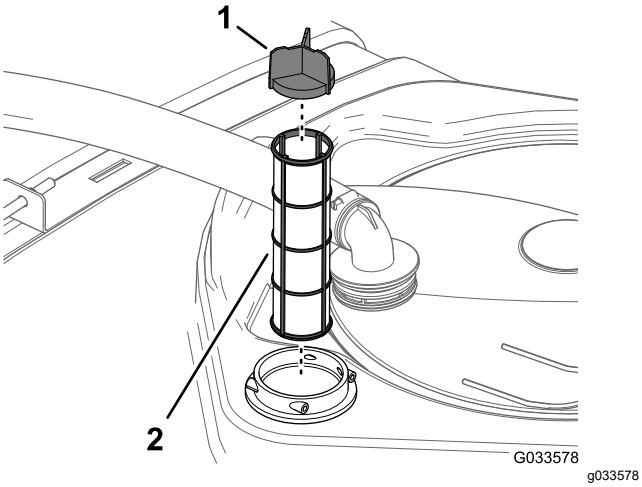

Figura 60
4. Retire el filtro de aspiración usado del alojamiento del filtro del depósito (Figura 60).